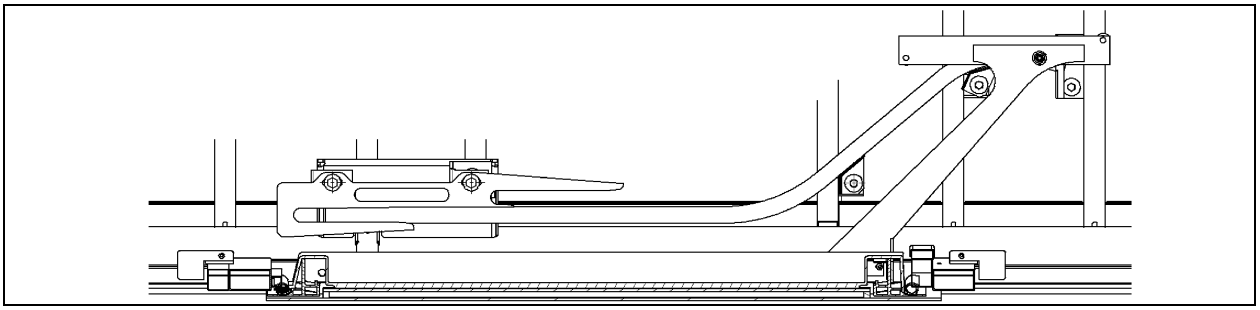

**FIGURE 77: WCL UPPER ARM AND RAIL**
2. Slide the top rail into the upper arm then bolt the rail to the structure. Do not fully tighten (Refer to Figure 77).